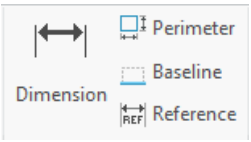

Figure 3-1 *The* ***Dimension*** *group*
1. Choose the **Baseline** tool from the **Dimension** group, refer to Figure 3-1.